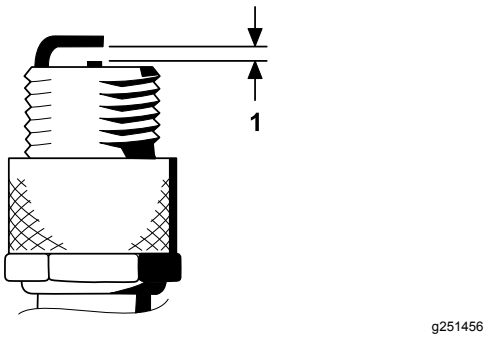

Figuur 35
4. Zorg ervoor dat de elektrodenafstand tussen de centrale elektrode en de massa-elektrode 0,76 mm bedraagt; zie Figuur 35.